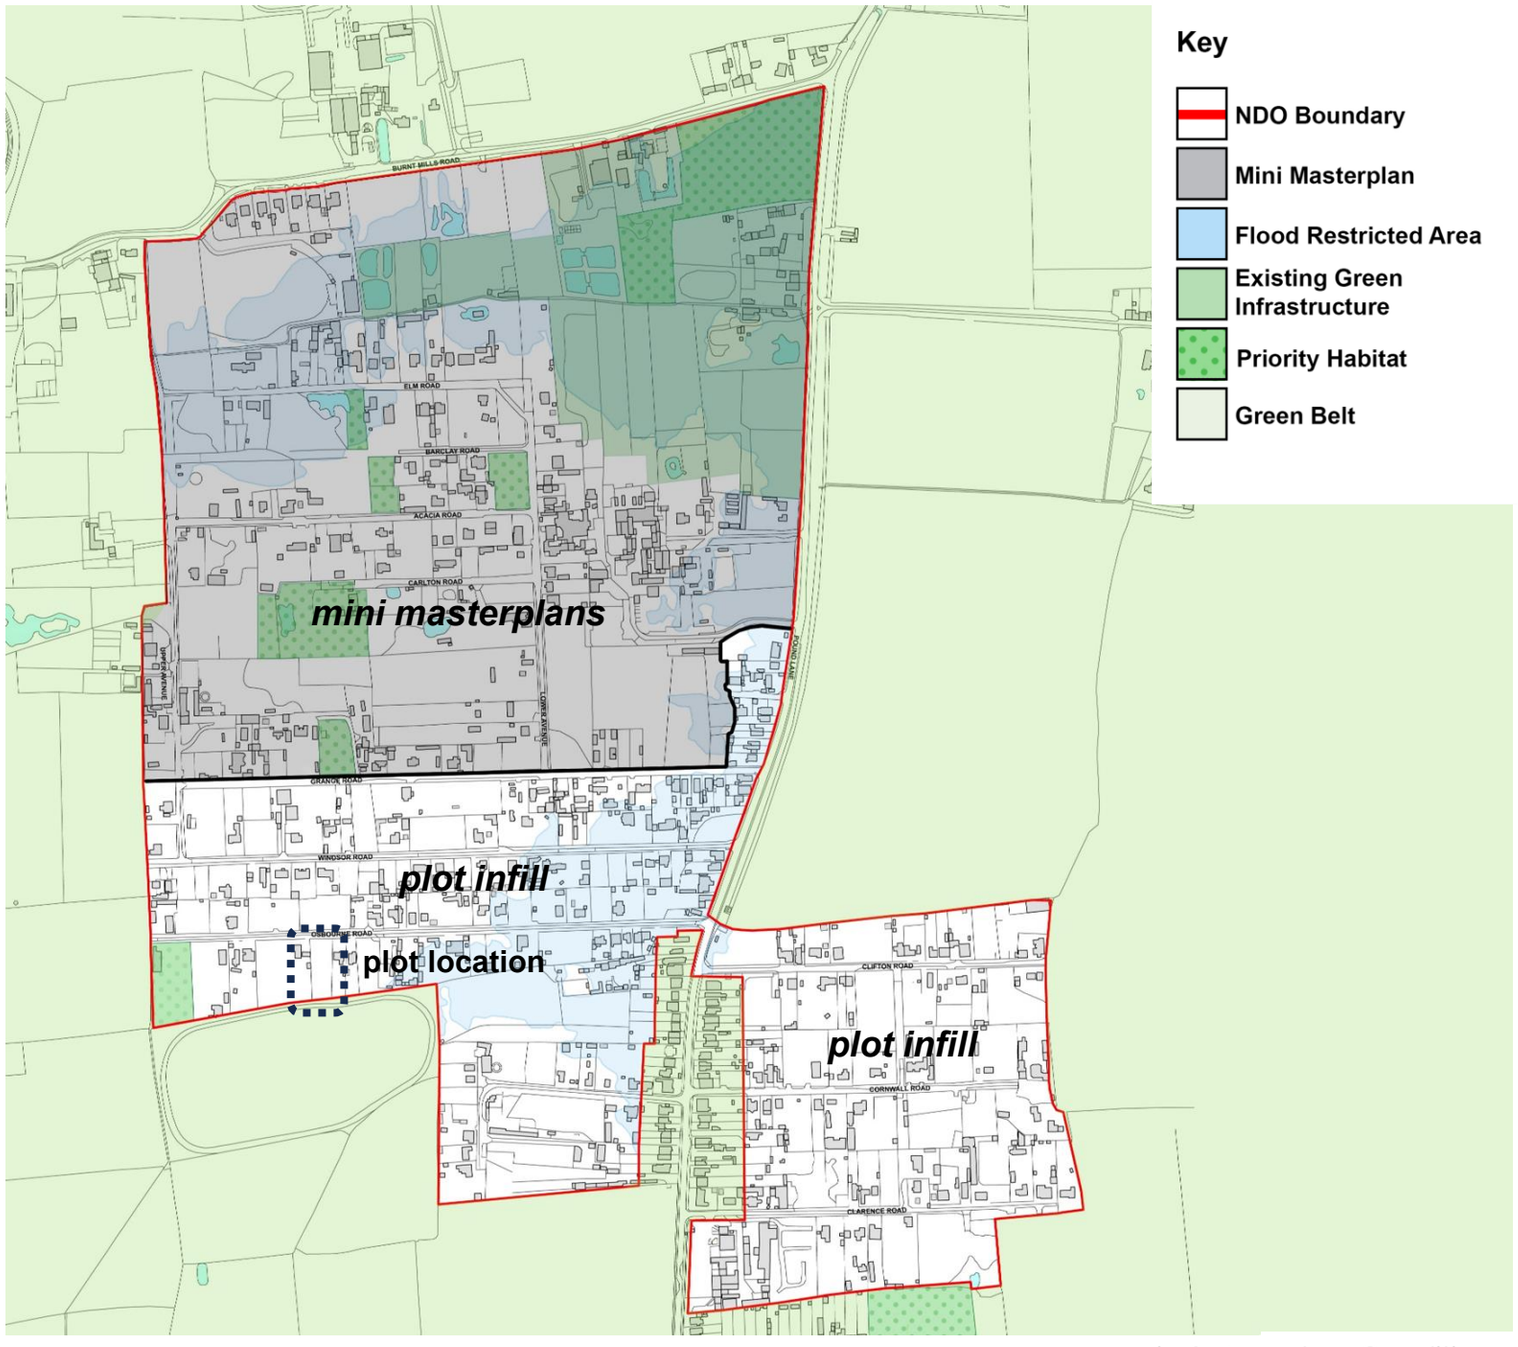

Fig 3. Boundary Conditions
- **Flood:** A Flood Risk assessment (FRA) will be required for proposals located in Flood Zone 2 or 3 or subject to Surface Water Flood Risk as designated by the Environment Agency. Fig 3. illustrates the area likely to e affected and where development might not be acceptable. Search for your property using your postcode: https://www.gov.uk/check-long-term-flood-risk